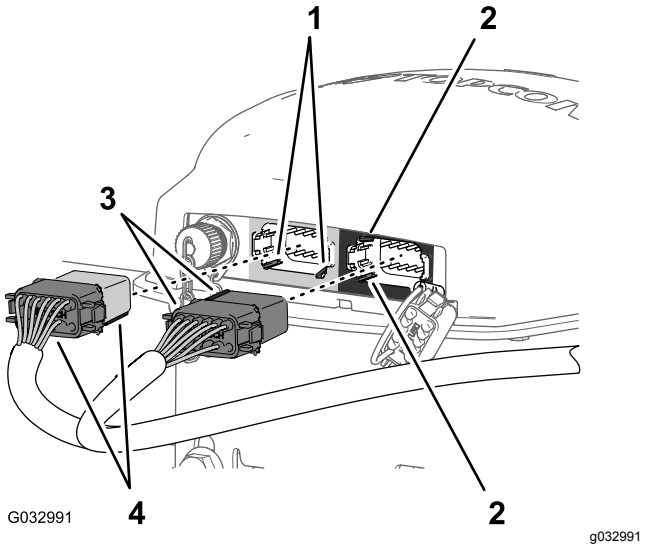

Figur 167
3. Placer de 2 nøgler ved den lange front af den grå og sorte konnektor med 12 sokler fra dataledningsnettet med de 2 nøgleåbninger i den nederste vandrette væg i den venstre (grå) konnektor med 12 ben til navigationsmodtageren (Figur 167).
4. Tilslut den grå og sorte konnektor med 12 sokler fra dataledningsnettet til den venstre (grå) konnektor med 12 ben til navigationsmodtageren, så konnektorens låsemekanisme aktiveres (Figur 167).
5. Placer de 2 nøgler ved den korte side af den sorte konnektor med 12 sokler fra dataledningsnettet, så de står ud for de 2 nøgleåbninger i den venstre, lodrette væg i den højre (sorte) konnektor med 12 ben til navigationsmodtageren (Figur 167).
6. Tilslut kun den sorte konnektor med 12 sokler fra dataledningsnettet til den venstre (sorte) konnektor med 12 ben til navigationsmodtageren, så konnektorens låsemekanisme aktiveres (Figur 167).